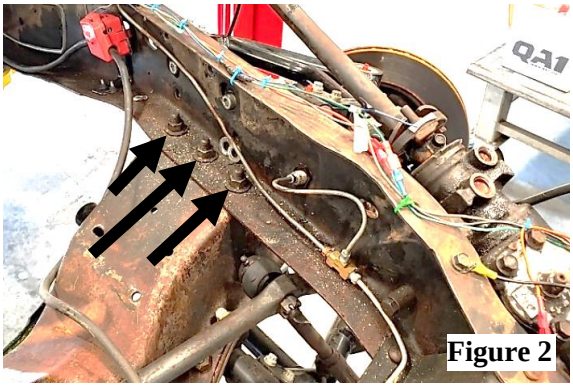

Figure 2
9. Remove the six crossmember mounting bolts (3 per side). **(Figure 2)**